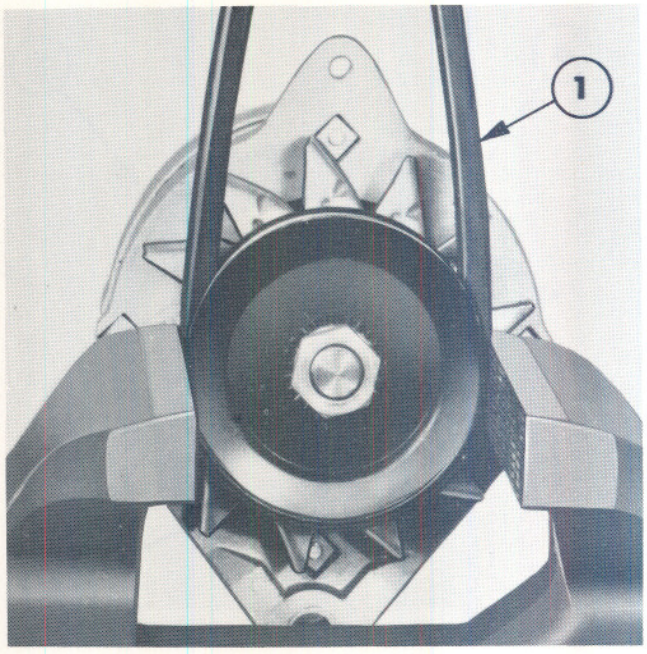

Figure 55
3. Clamp the pulley in a vice, using an old oversize belt to protect the pulley as shown in Figure 55. Tighten the pulley nut to a torque of 35-50 lbf ft (5.0-6.5 Mkg).